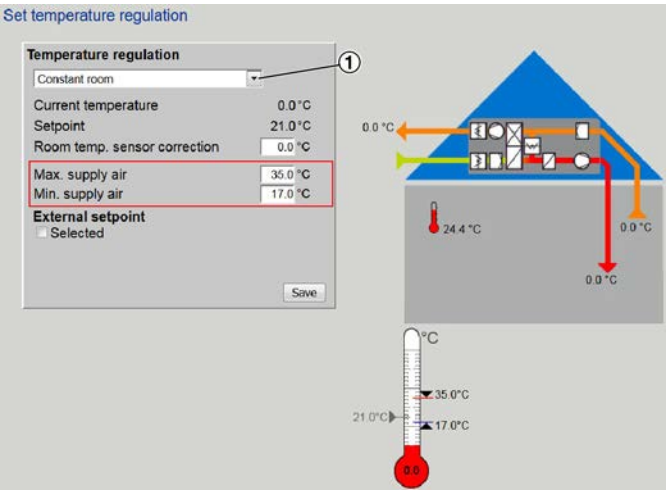

Fig. 32: Réglage du contrôle de température ("régulation de la température")
2. ▸ Sélectionner une fonction dans la liste déroulante (Voir la Fig. 32/1) :